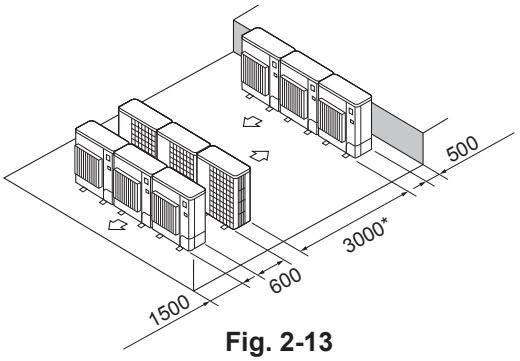

Fig. 2-13
⑥ Расположение приборов в несколько горизонтальных рядов (Fig. 2-13)